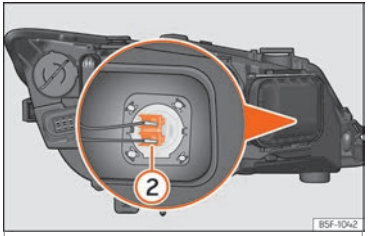

Fig. 112 Main beam headlight bulb.
– Slide connector ››› **Fig. 112** ② to the left or right and pull.